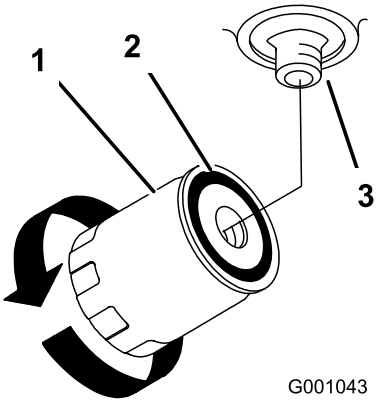

Figuur 77
4. Smeer een dun laagje hydraulische vloeistof op de rubberen pakking van het nieuwe filter (Figuur 77).
7. Vul de hydraulische tank met hydraulische vloeistof totdat de vloeistof over het filter stroomt. Draai vervolgens het oliefilter rechtsom totdat de rubberen pakking contact maakt met het filtertussenstuk. Draai het filter daarna met de hand nog een extra 1/2 slag vast (Figuur 77).